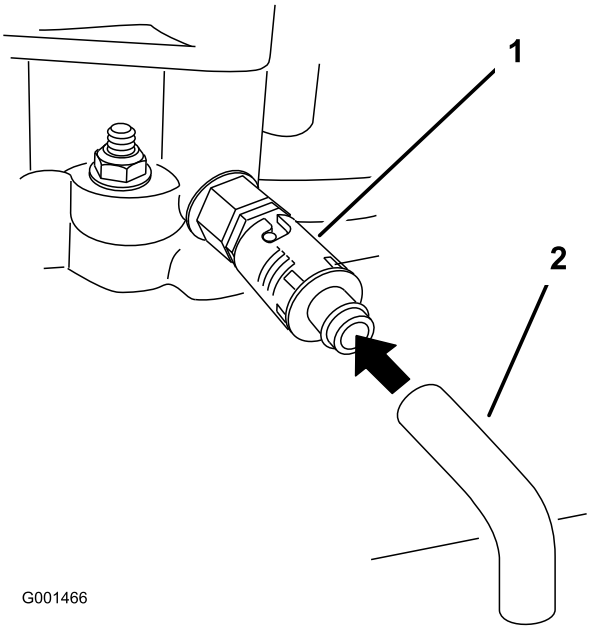

Figura 32
6. Coloque un recipiente debajo del tubo de vaciado. Gire la válvula de vaciado para que se drene el aceite (Figura 32).
8. Retire el tubo de vaciado (Figura 32).